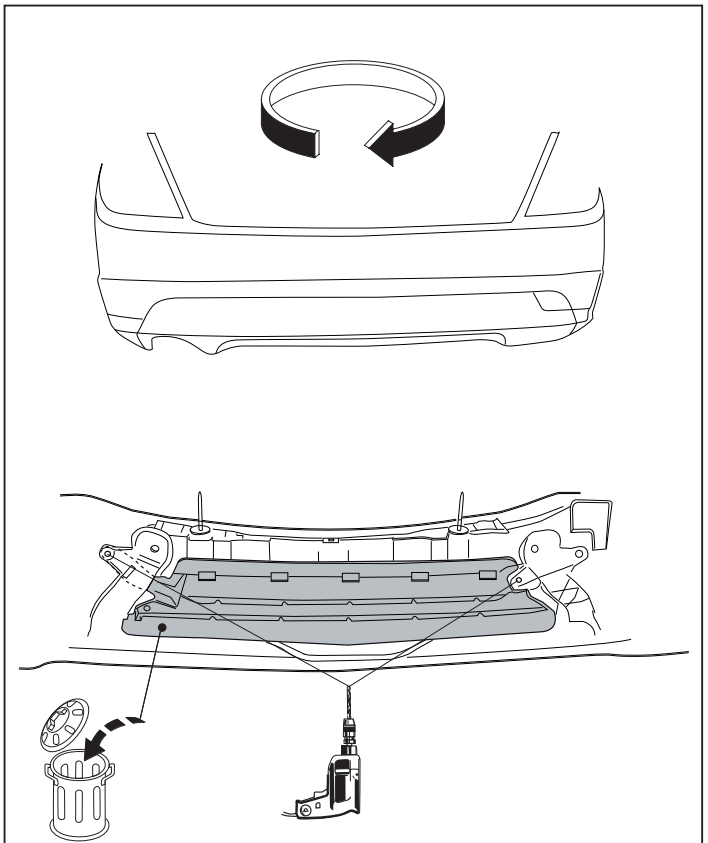

Fig. 2
2. Снять указанные детали. См. рисунок 2.